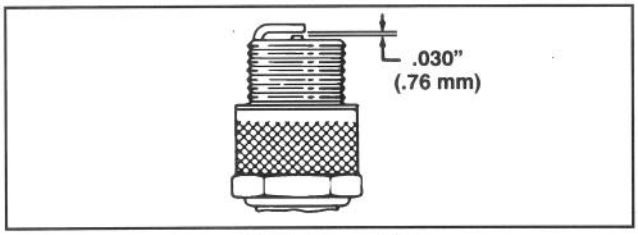

Abbildung 15
3. Den Luftspalt auf 0,76 mm einstellen (Abb. 15). Die auf den korrekten Abstand eingestellte Zündkerze mit einer Dichtungsscheibe versehen und auf 19 N·m anziehen.